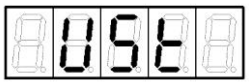

Рисунок 3
4. Нажать кнопку ↵. Если пароль набран верно, то осуществится вход в управляющее меню и на индикаторе отобразится первый его пункт – слово "USt" (рисунок 3). (В противном случае произойдет возврат в рабочий режим.)